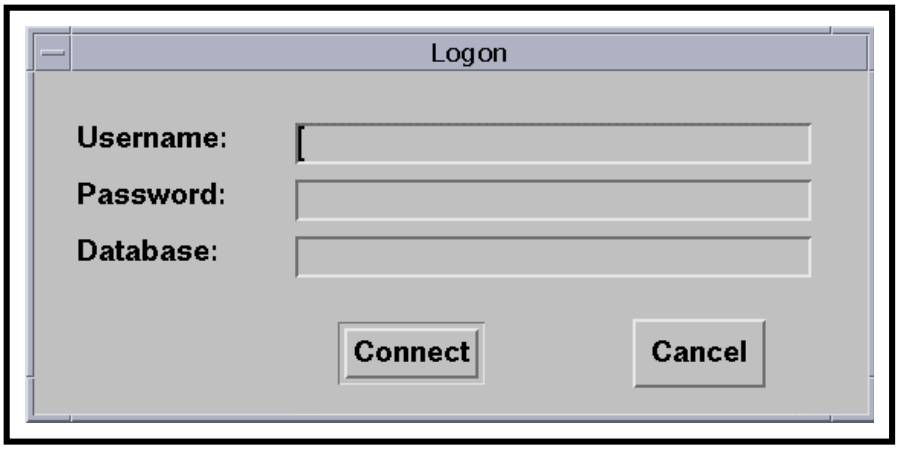

Figure 81. PDS Maintenance Module Login Screen
- The PDS **Maintenance Module Login Screen** (Figure 81) is displayed.
- **Cancel** - to dismiss the PDS **Maintenance Module Login Screen** (Figure 81) without logging in to the PDS Maintenance Module.
- The **PDSIS Maintenance Module Login Screen** is displayed (identical to the PDS Maintenance Module Login Screen in Figure 81).
- **Cancel -** to dismiss the **PDSIS Maintenance Module Login Screen** (Figure 81) without logging in to the PDSIS Maintenance Module.